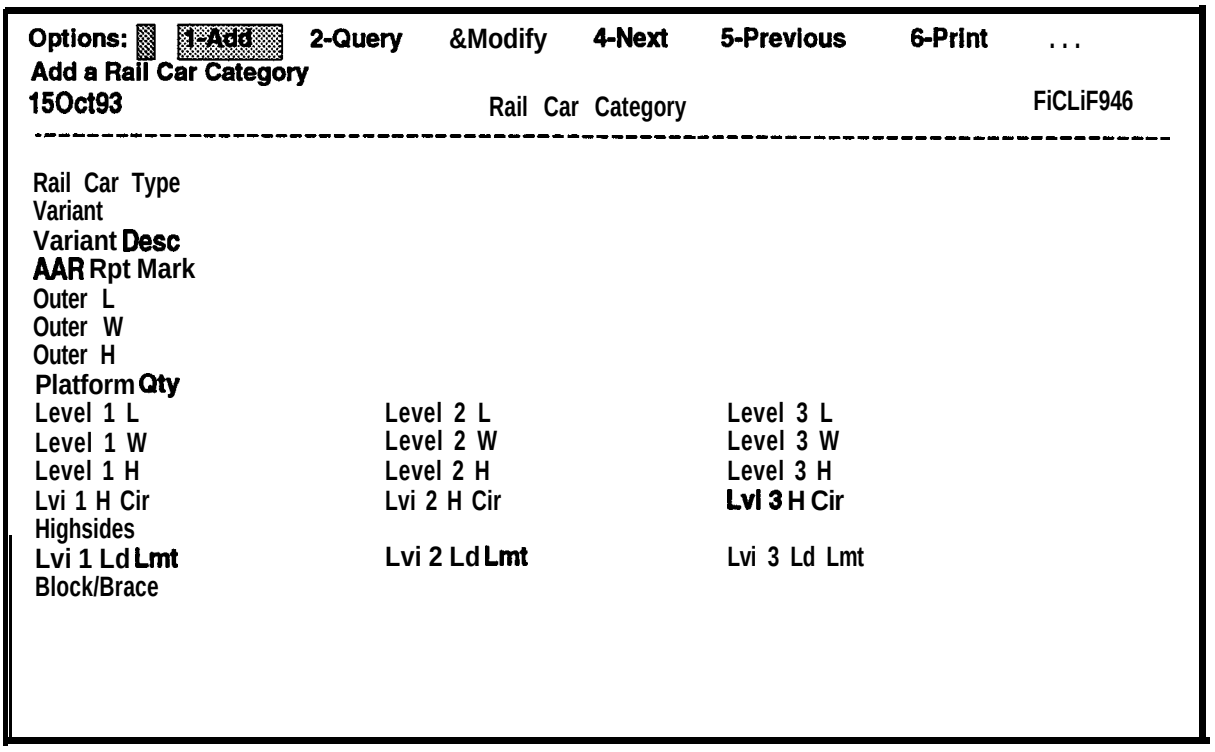

Figure 8-5. Rail Car Category Screen
d. Select **Rail Car Category** from the Reference Tables menu to display the Rail Car Category screen with the Options: ring menu at the top as shown in Figure 8-5.
a. As necessary, use the procedures in paragraph 8.3.1.1.1 (page 8-8) to display the Rail Car Category screen as shown in Figure 8-5 (page 8-9) with the Options: ring menu at the top.